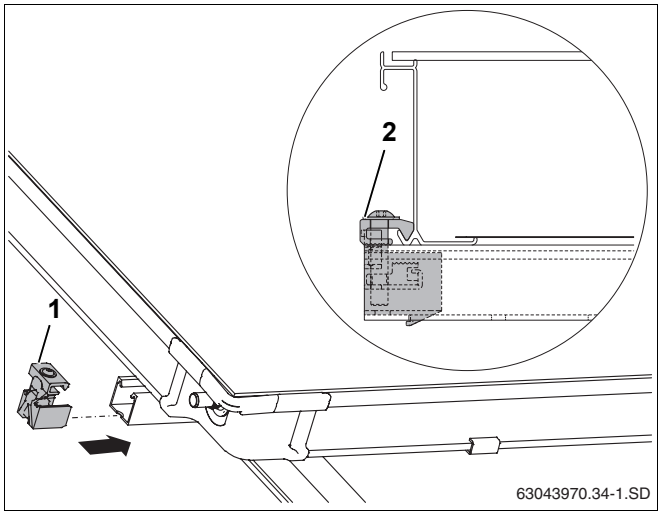

Rys. 52 Pojedyncza zapinka kolektora z lewej strony
- Zapinki pojedyncze (rys. 52, **poz. 1**) wsunąć w górną i dolną szynę profilowaną.
- Zapinki wsunąć aż do ramy kolektora i przykręcić kluczem SW5 (rys. 52, **poz. 2**).
Dociskacz (rys. 52, **poz. 2**) zapinki wchodzi teraz w dolną krawędź kolektora.